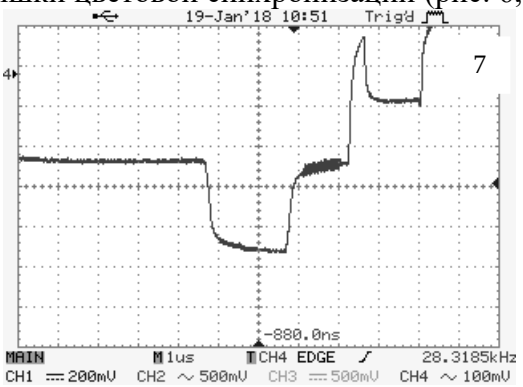

Рисунок 6- Величина коррекции недостаточна
7.3. Величину высокочастотной коррекции можно посмотреть, и более точно установить, с помощью осциллографа с полосой пропускания не менее 100мГц. Контроль сигнала производится на выходе приемника ПВС. Критерием оценки служит правильность формы строчного синхроимпульса и размах сигнала вспышки цветовой синхронизации (рис. 6, 7. 8).